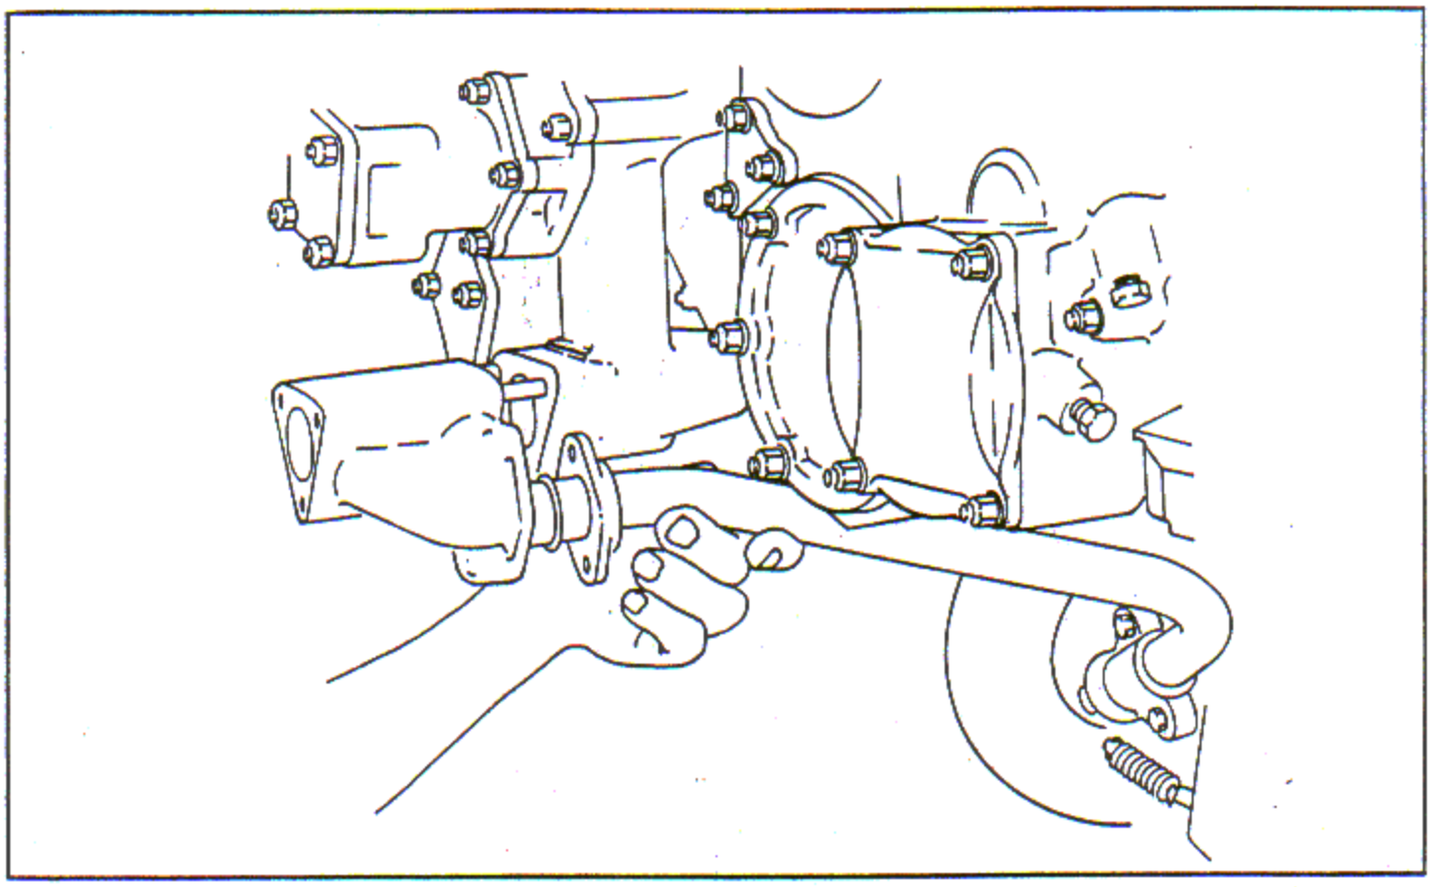

Figure 8-23. Installing Oil Sump External Oil Tube
b. Loosen and back off the three rear oil pump outlet adapter attaching bolts far enough to allow the rear oil pump outlet adapter to be raised to permit installation of the external oil drain tube. See figure 8-23. (R1820-76 series engines only).